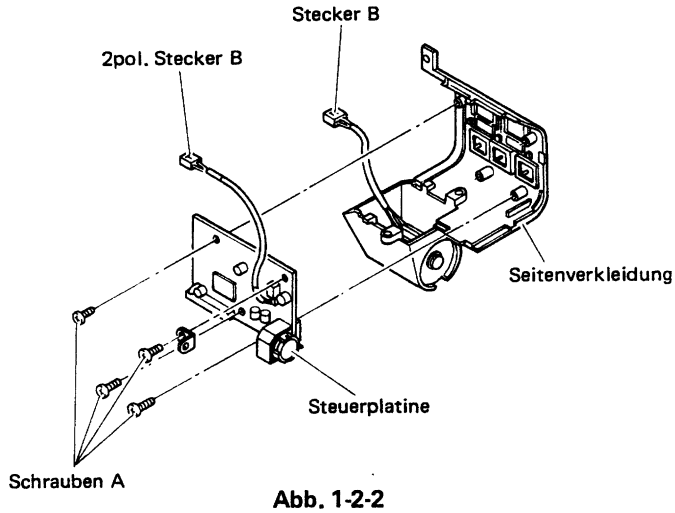

Abb. 1-2-2
1. Unter Bezugnahme auf Abb. 1-2-2 die vier Schrauben A entfernen. Stecker B abziehen und die Steuerplatine von der Seitenverkleidung abziehen.